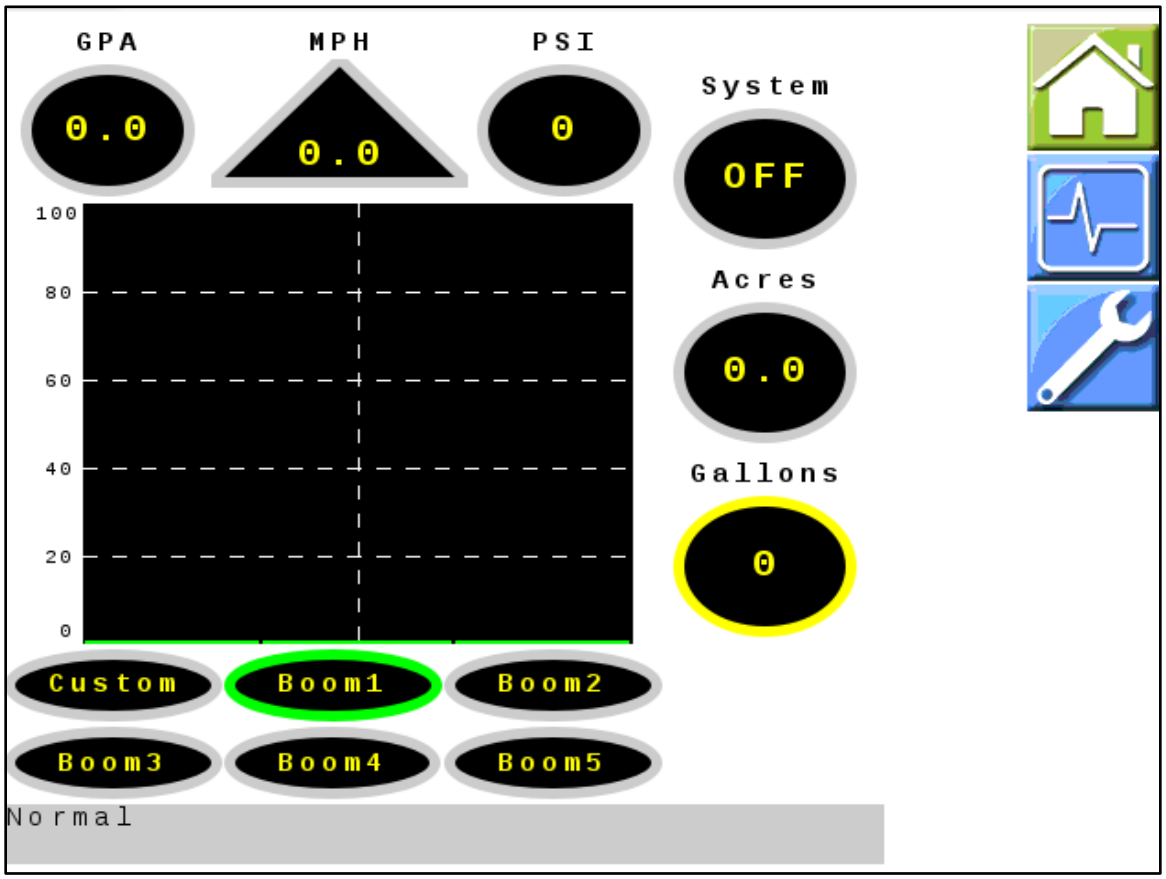

Figure 2 — PinPoint™ III Home Screen
2. *Figure 2:* Basic running settings and information are displayed on the PinPoint™ III home screen. The boom configuration can be selected from the saved configurations at the bottom of the screen. To edit these configurations and set up other features of the PinPoint™ III software, tap the **Settings** icon at the right side of the screen.